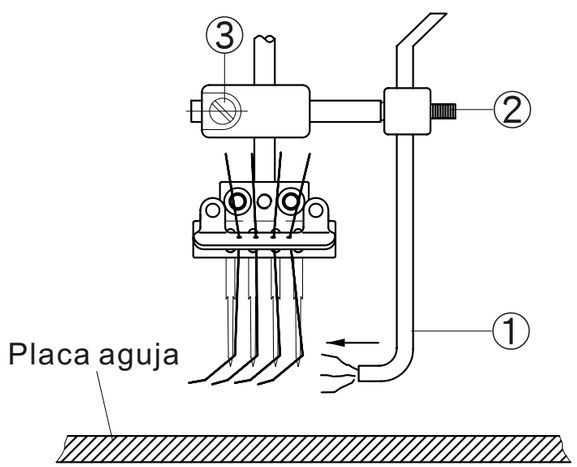

Fig. 40
1. Cuando la barra aguja este en le punto muerto superior, la posición interrelativa vertical de la palanca sopladora de hilo 1es que esta a 1-2 mm del hueco derecho mas abajo del ojal derecho, además el aire es soplado por detrás del ojal de la aguja(Fig. 40)